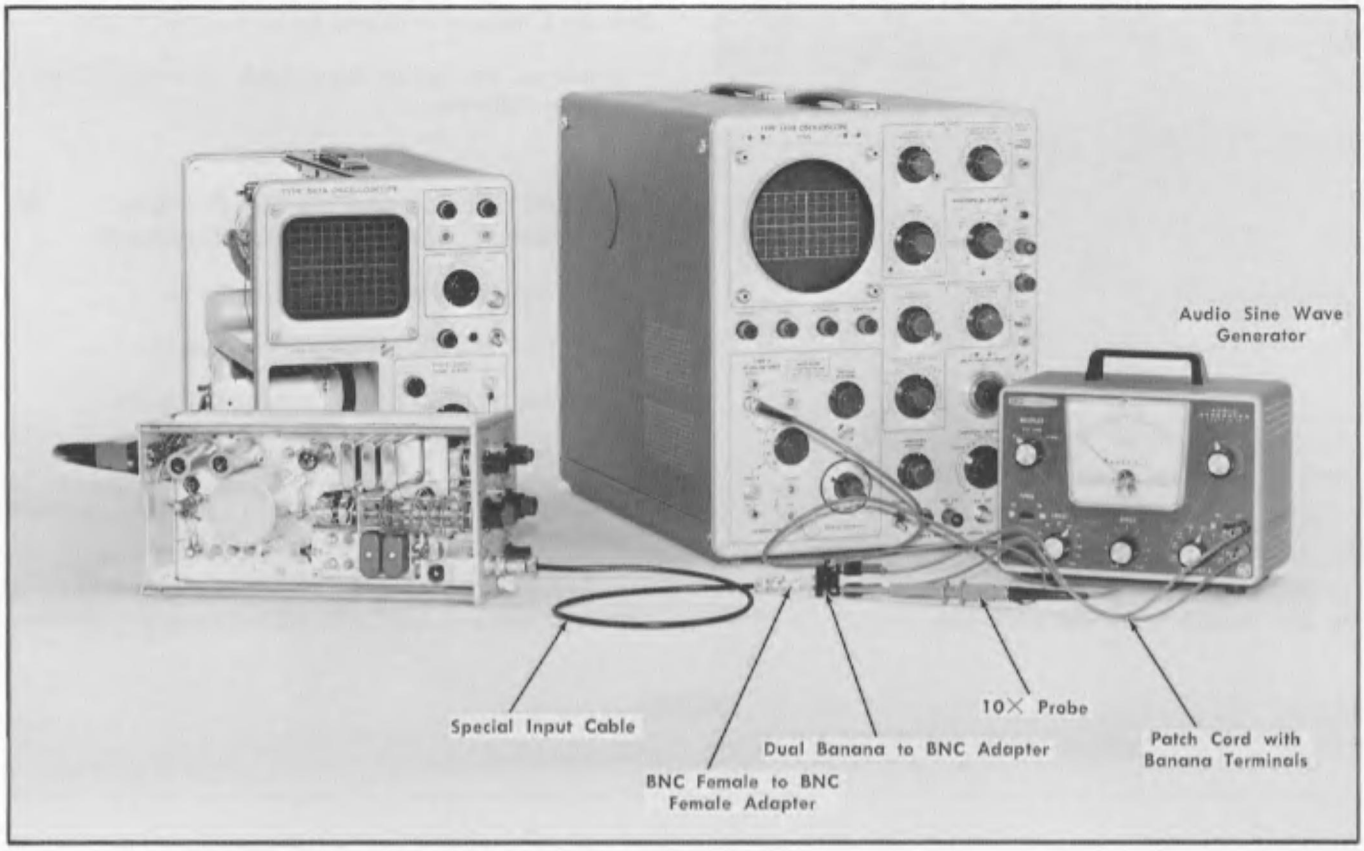

Fig. 6-13. Test equipment setup for step 10.
a. Test equipment setup is shown in Fig. 6-13.